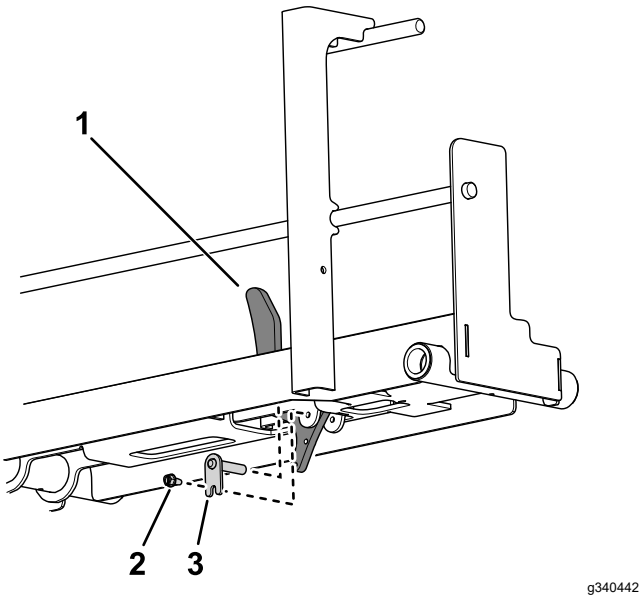

Rysunek 12
4. Użyj bolca płytkowego i śruby imbusowej, aby zamocować ogranicznik koła do zespołu najazdu (Rysunek 12).